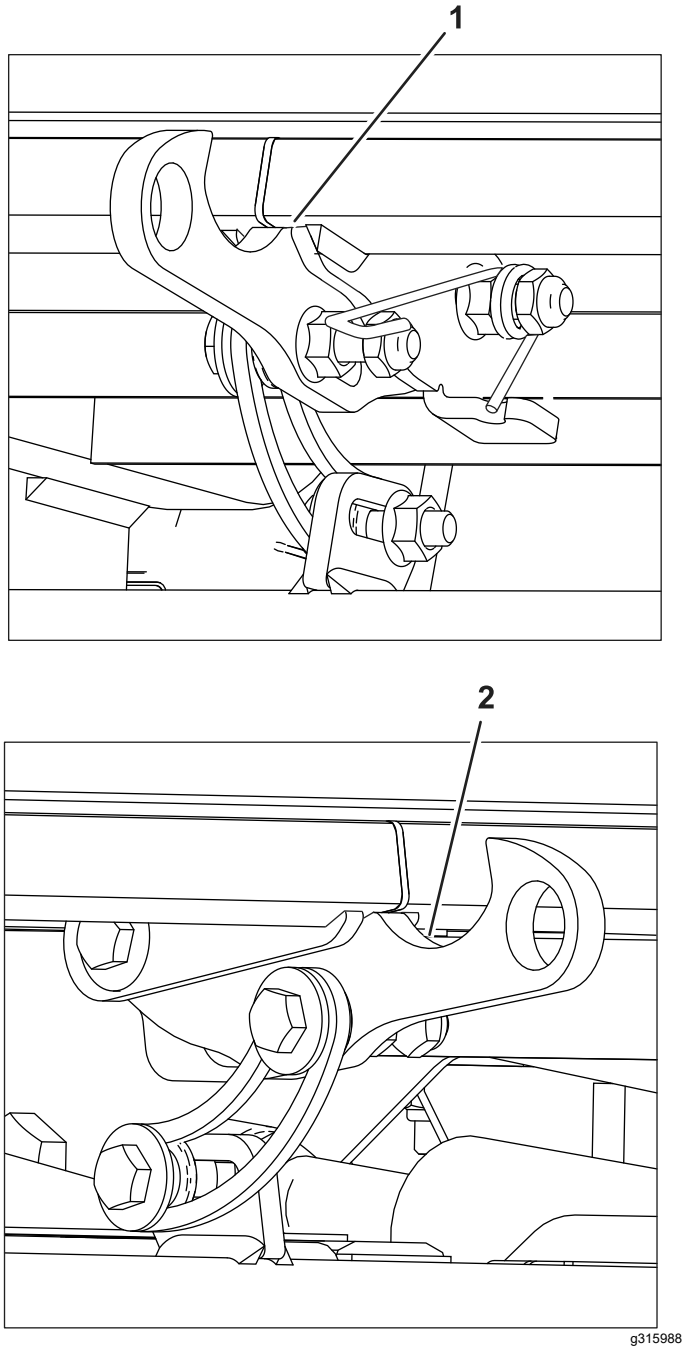

Figura 6
Nota: No enrosque la contratuerca del todo en el perno. El espacio entre la tuerca con arandela prensada y la contratuerca se utiliza para el muelle (Figura 6).
5. Sitúe los extremos del muelle como se muestra en la Figura 6.